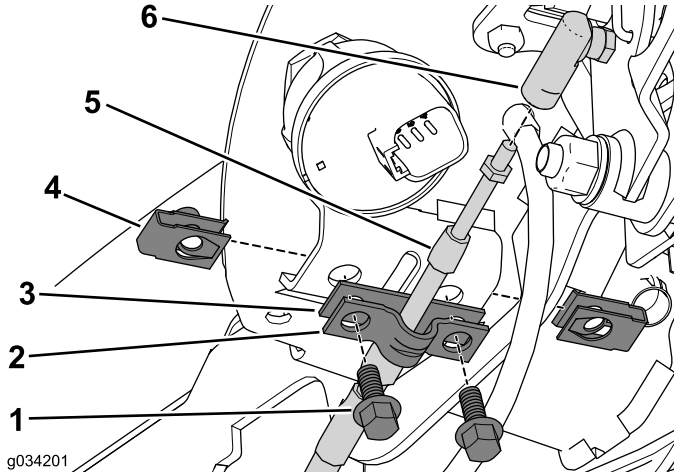

**Figura 5**
1. Retire os dois parafusos e porca que prendem a braçadeira do cabo e calço ao conjunto da consola (Figura 5).
2. Guarde a braçadeira de cabos e deite fora o calço (Figura 5).
3. Desligue o cabo de bloqueio do ponto-morto do conector do cabo (Figura 5).